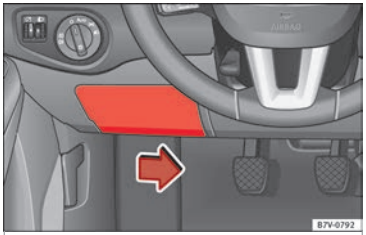

Fig. 60 On the driver-side dash panel: fuse box cover
- To remove the cover, move the activation lever in the lower part to the right ››› **Fig. 60**.